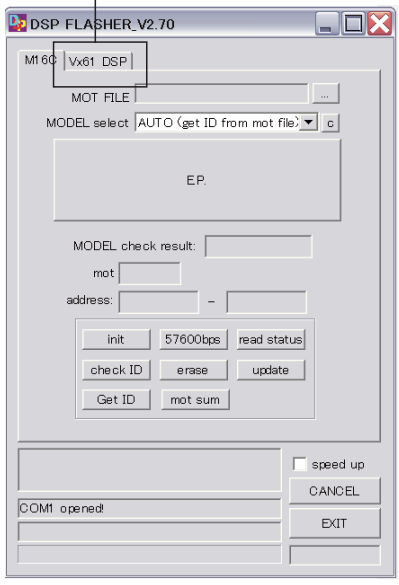

Fig. 7
“DSP FLASHER_V2.70” is displayed. (Fig. 7)
6. Click [Vx61 DSP]. (Fig. 7)
“DSP FLASHER_V2.70”が表示されます。(Fig. 7)
6. [Vx61 DSP] をクリックします。(Fig. 7)